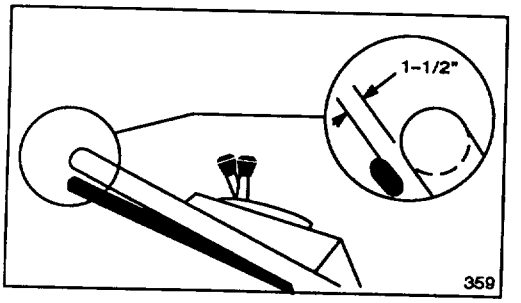

**Figure 19**
3. CHECK ADJUSTMENT—Adjustment is correct when control bar is about 1-1/2 inches from handle (Fig. 19).